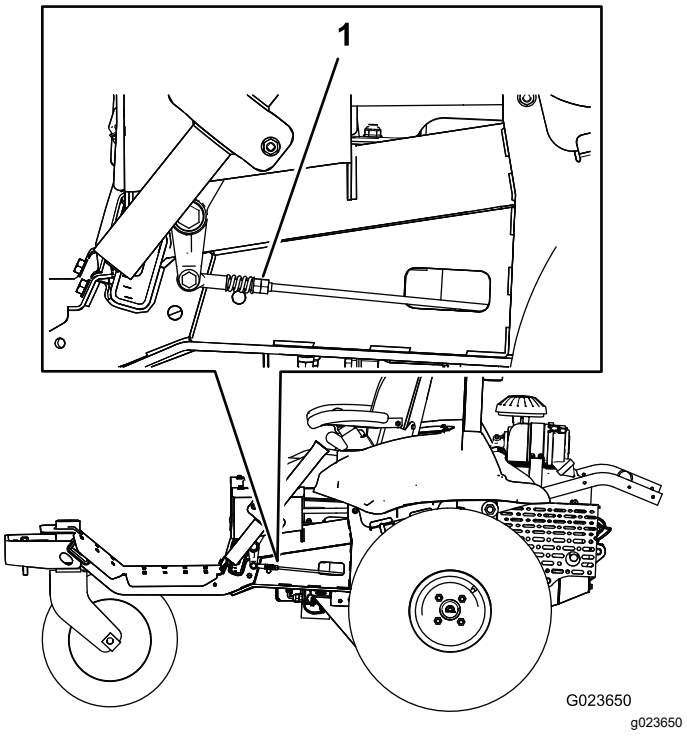

Rysunek 61
7. Z jednej strony maszyny powoli obracaj podwójne nakrętki na drążku (Rysunek 61), aż koło z tej strony zacznie się obracać, a następnie obracaj podwójne nakrętki w przeciwnym kierunku, aż koło zacznie obracać się w przeciwnym kierunku.